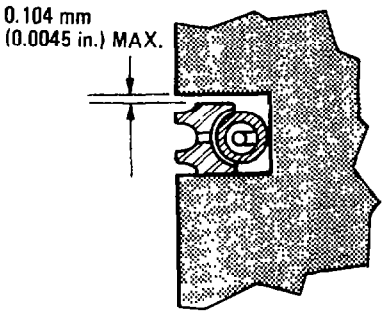

Fig. 79 — Side Clearance Measurements — Rectangular Rings
h. For the rectangular compression rings and oil control rings, measure the side clearance in the same manner; the clearance must not exceed 0.104 mm (0.0045 in.) (see fig. 79).